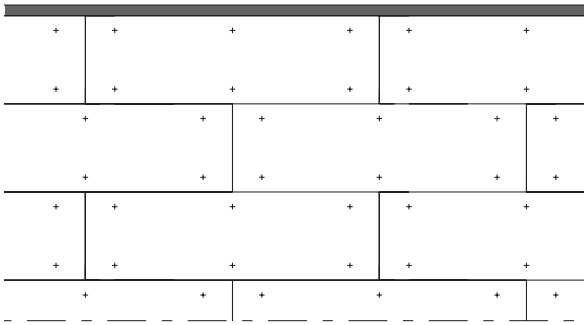

Fig. 5 : Exemple de disposition des agrafes
- ancres pour un équipement sur chantier des panneaux (fig. 5),